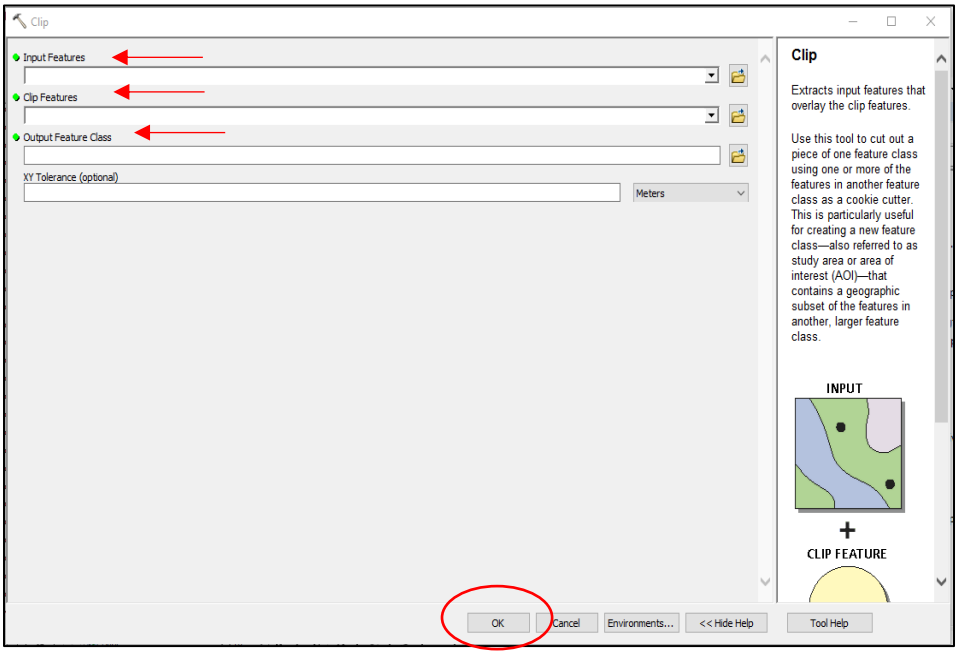

Figure 11. Clipping Grid of Plots
1.3 Adjust the grid for the Activity Area(s) (Figure 11).